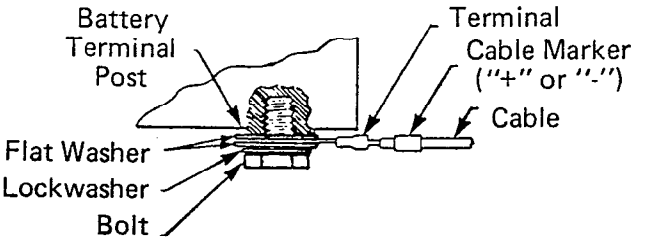

FIGURE 13
itive terminal of battery #2 (see Figure 13).
02.46 Connect the battery fuse (or circuit breaker) lead to the negative terminal on battery #1 (Figure 13).